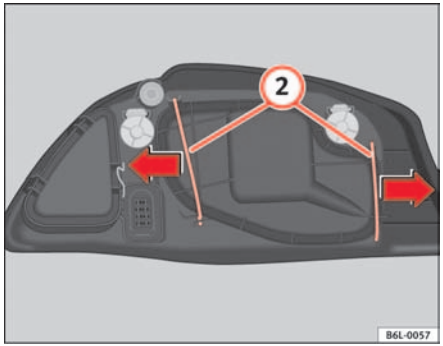

Fig. 142 Main beam lamp
– Remove the loops (2) ⇒ fig. 142 outwards in the direction of the arrow and remove the cover.
– Fit the plastic cover and replace the loops (2) ⇒ fig. 142.